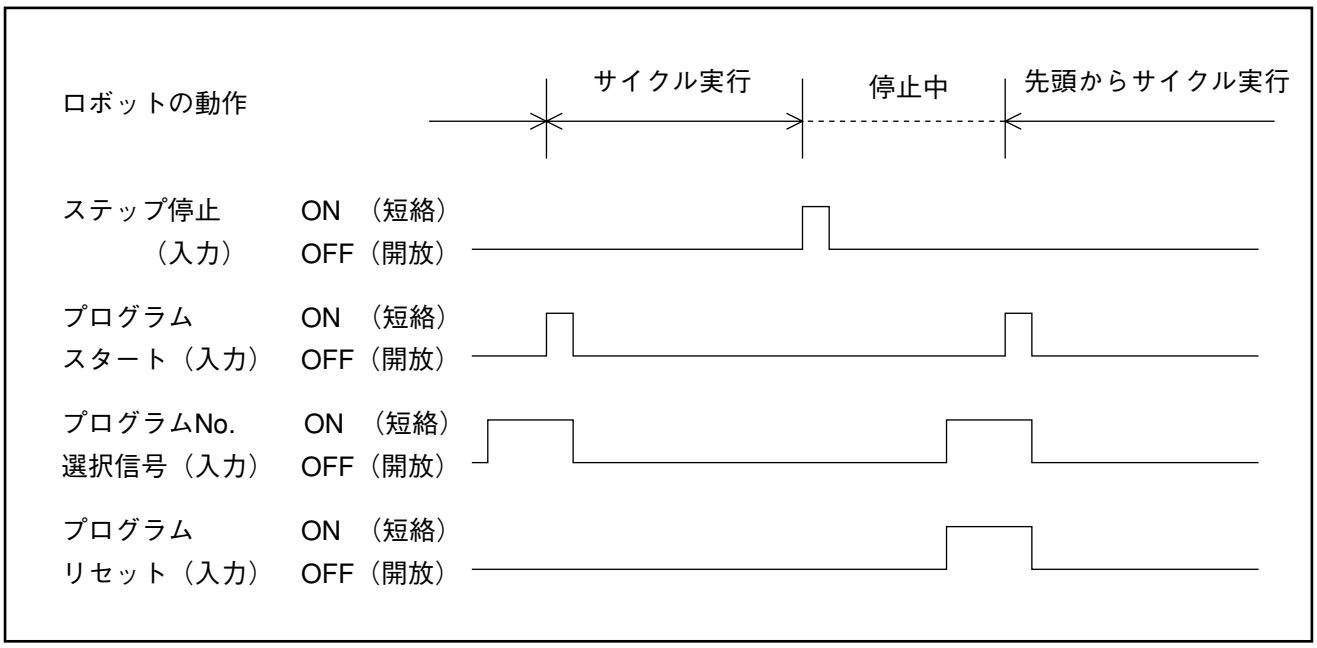

図5－36　プログラムリセット信号の入力条件と動作
①入力条件と動作のタイミングチャートを図5－36に示します。
②プログラムリセット入力はプログラムNo.選択信号と併用し、また、プログラムスタート信号より先に（1 ms以上）入力してください。
③ロボットがスタートしてから（プログラムスタートリセットが出力されてから）OFFしてください。
④中断したプログラムNo.と、同じプログラムNo.を先頭から実行する場合にも、プログラムNo.選択信号は必要です。